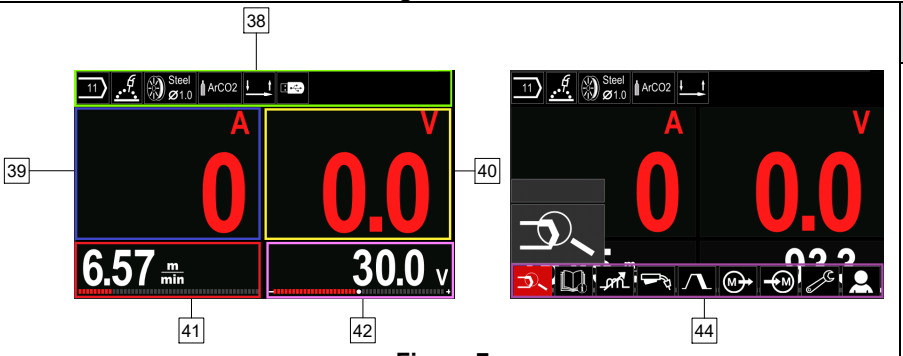
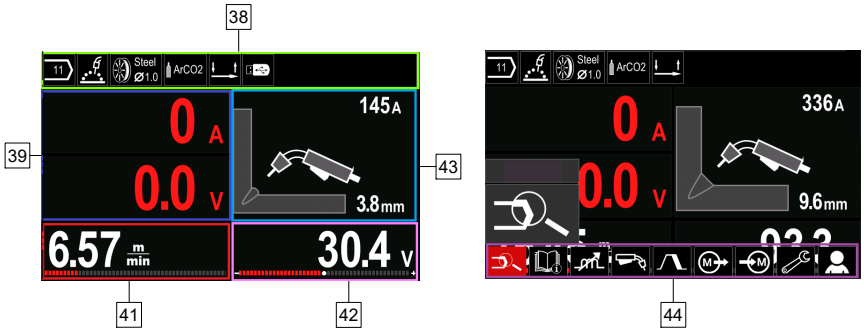

Figure 7.
Figure 8.
- Vue Basic (Figure 7.)
- Vue PRO (Figure 8)
- Sélectionner l'une des vues (Basic - Figure 7 ou PRO - Figure 8).